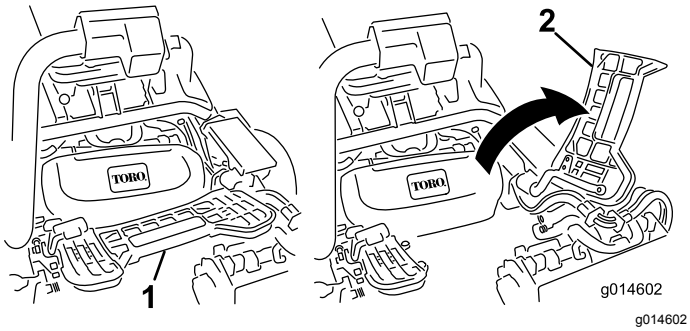

**Figur 52**
2. Lyft upp fotstödet och fäll upp det så att du kommer åt mittklippenheten (Figur 52).